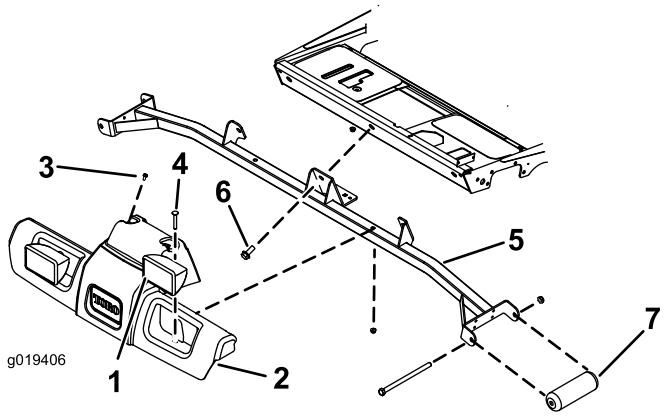

Figura 2
1. Desligue os conectores do fio do farol da cablagem da unidade de tracção (Figura 2).
2. Retire os (2) parafusos que prendem a parte superior do resguardo da plataforma à unidade de tracção (Figura 2). Guarde os parafusos.
3. Retire os (2) parafusos de carroçaria e porcas que prendem os faróis e o resguardo da plataforma à montagem de suporte (Figura 2). Guarde os parafusos e as porcas.
4. Retire o resguardo da plataforma da montagem de suporte (Figura 2).
5. Retire os (3) parafusos que fixam a montagem de suporte à estrutura da unidade de tracção (Figura 2). Guarde os parafusos para voltar a montar.
6. Retire os parafusos e as porcas que prendem os rolos frontais à montagem de suporte (Figura 2). Guarde os parafusos, as porcas e os rolos, mas deite fora a montagem de suporte.
8. Monte a montagem de suporte na estrutura da unidade de tracção com os (3) parafusos previamente removidos (Figura 2).
9. Posicione o resguardo da plataforma e conjunto do farol na montagem de suporte e unidade de tracção alinhando os furos de montagem (Figura 2).
10. Monte o resguardo da plataforma e faróis na montagem de suporte com os parafusos e as porcas previamente removidos (Figura 2).
11. Monte a parte superior do resguardo da plataforma na unidade de tracção com os parafusos previamente removidos (Figura 2).